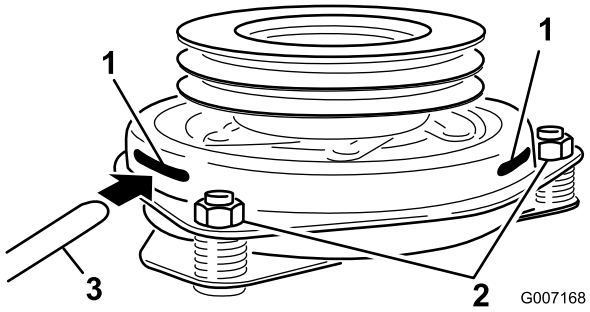

Figur 56
9. För in ett bladmått på 0,381–0,533 mm genom ett av inspektionshålen på sidan av enheten. Se till att bladmåttet förs in mellan beslaget och rotorns friktionsytor (Figur 56).
10. Dra åt låsmuttrarna tills du känner ett motstånd i bladmåttet, men ändå kan röra det inom luftgapet (Figur 56) utan problem.